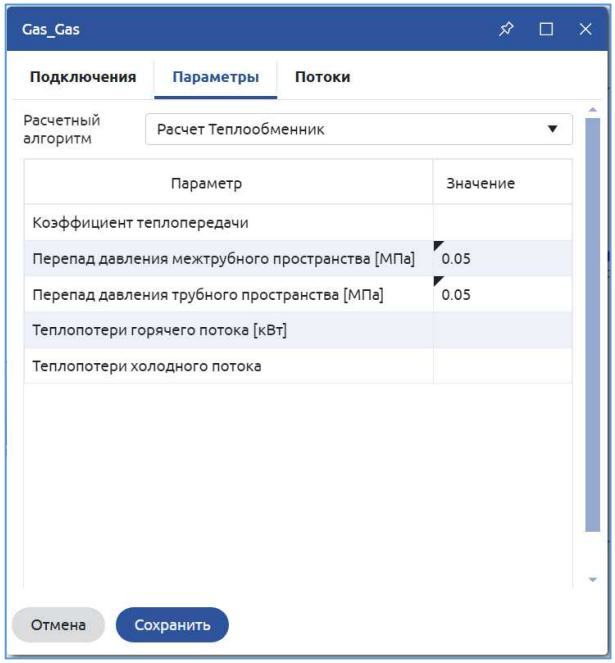

Рисунок 42. Теплообменник Gas_Gas. Параметры
6. Задаем значения перепада давления трубного и межтрубного пространства теплообменника (Рисунок 42).